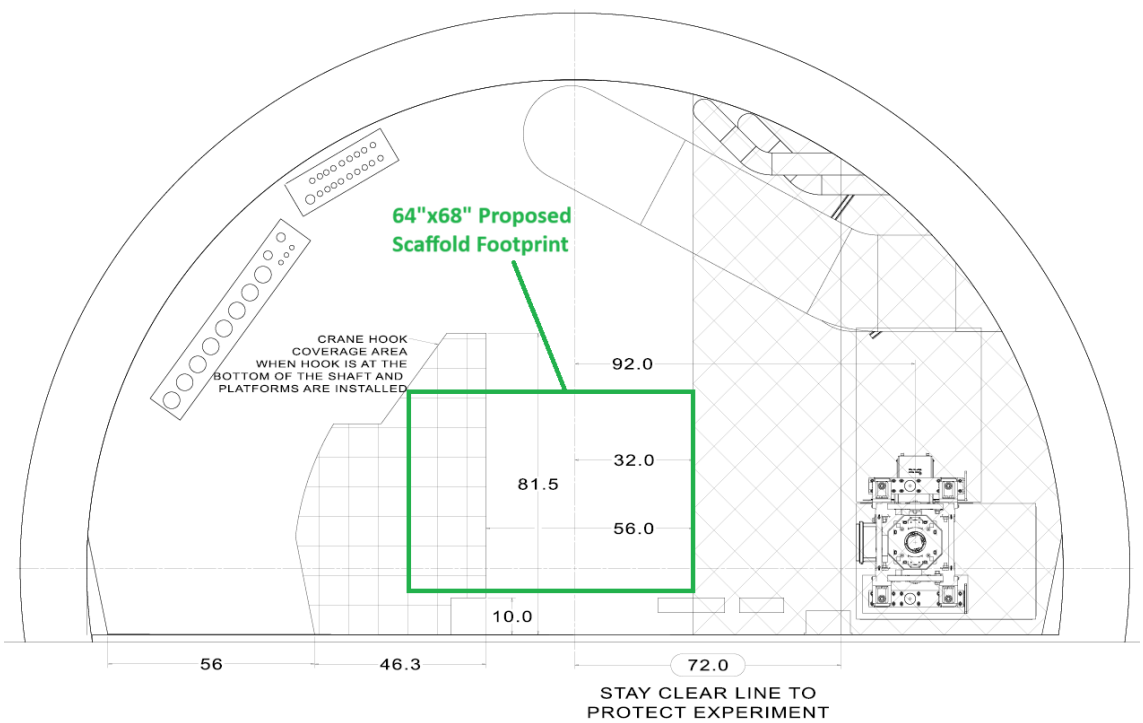

Figure 4: Top view drawing of shaft with proposed scaffold footprint
- Minimum scaffold dimensions of ~64”deep x 68” wide as seen in Figure 4.
- Includes extension for reaching areas between platforms 40” from nominal access position post-installation. See Figure 4.